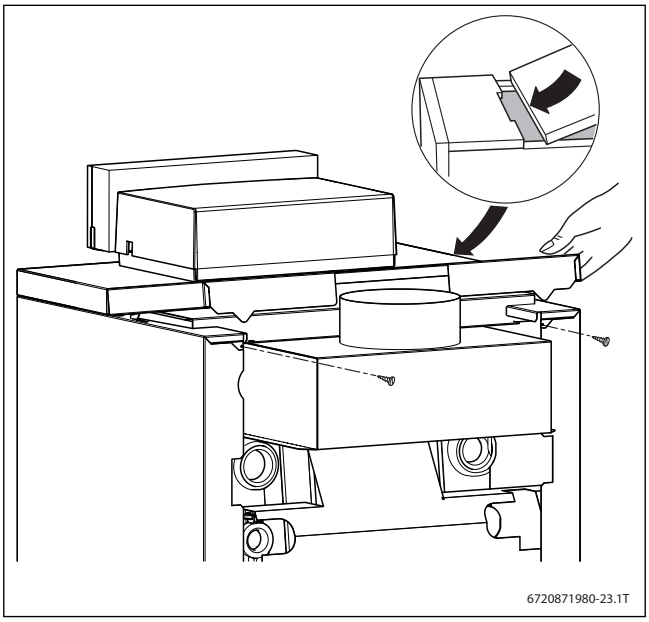

Рис. 22 Установка задней крышки котла
- Задвиньте заднюю крышку котла с язычками под переднюю крышку и нажмите на неё сзади вниз (→ рис. 22, стр. 23).